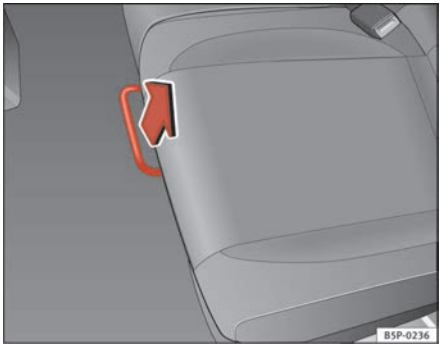

Fig. 96 For unlocking the rear seat
– In the seated position, unlock the lever in the direction of the arrow ⇒ page 132, fig. 96.